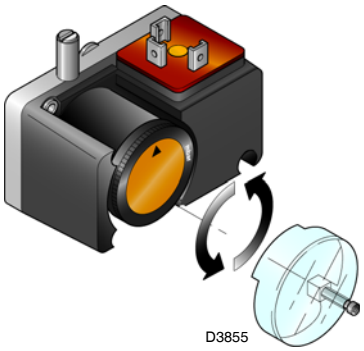

Fig. 32
- ➤ Adjust the minimum gas pressure switch to the start of the scale (Fig. 32).